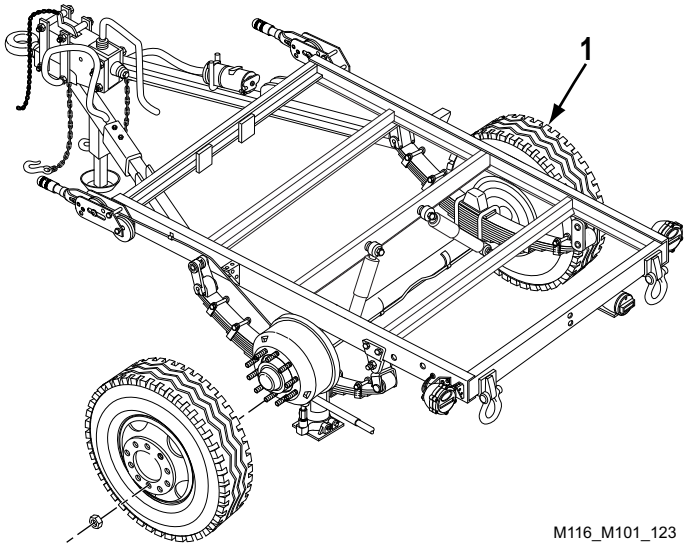

Figure 1. Wheel Assembly Removal.
1. Chock wheel assembly (Figure 1, Item 1) opposite side being removed.